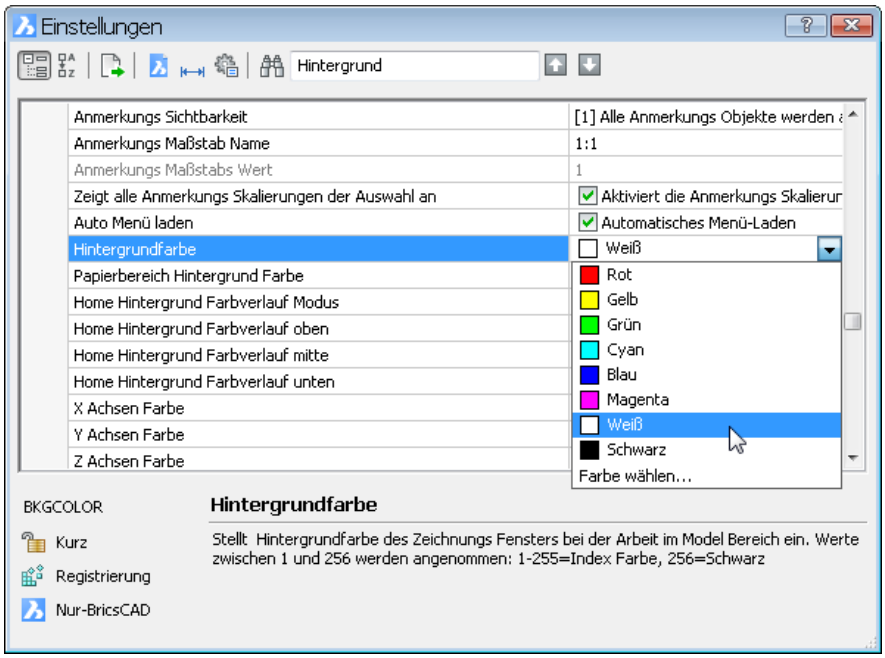

Bild 14.2 – Einstellung der Farben
- Wenn Sie die Farbe ändern wollen, erreichen Sie dies über den Eintrag *Hintergrundfarbe* (Abb. 14.2).